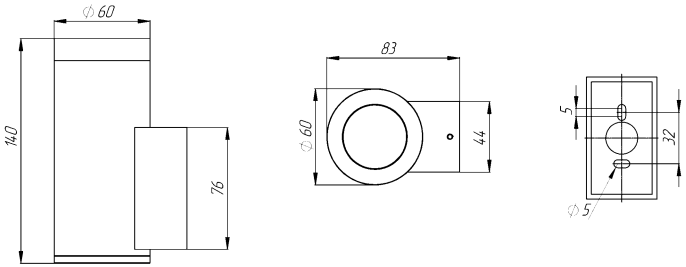

Рис.1. Габаритные размеры на 10Вт
1.5. Общий вид и габаритные размеры показаны на рис. 1, 2.